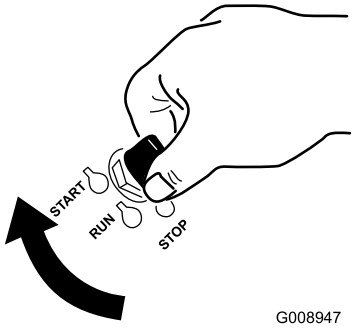

**Figure 17**
1. Tournez la clé de contact à la position de démarrage (Start) (Figure 17). Relâchez la clé quand le moteur démarre.
6. Tournez la clé de contact à la position de démarrage (Start) (Figure 17). Relâchez la clé quand le moteur démarre.